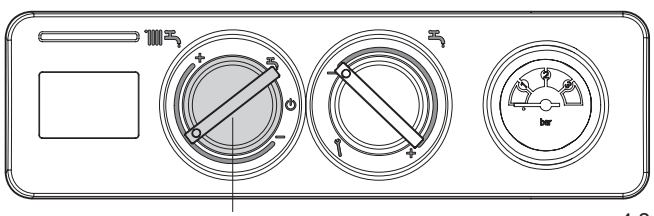

рис. 4.8
- **Датчик наружной температуры:** режим погодозависимого регулирования включается автоматически, достаточно подключить датчик наружной температуры к котлу. На дисплее будет высвечиваться символ . Погодозависимое регулирование предусматривает изменение температуры теплоносителя в зависимости от температуры наружного воздуха. Переключатель режимов работы (1, рис. 4.8) используется для выбора заданной температуры в котле.